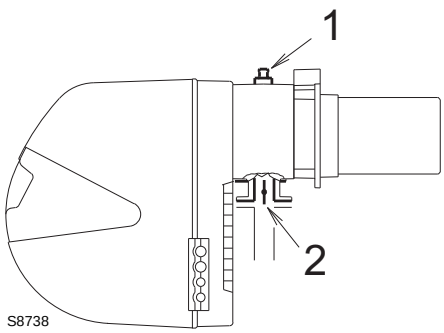

Fig. 21
Pression gaz mesurée à la prise 1)(Fig. 21), avec:
Perte de charge vanne papillon gaz 2) (Fig. 21) avec ouverture maximale: 90°.
– soustraire de la pression du gaz à la prise 1) (Fig. 21) la pression de la chambre de combustion.
Pour connaître par contre la pression de gaz nécessaire à la prise 1) (Fig. 21), après avoir défini la puissance de modulation maximale à laquelle on désire faire fonctionner le brûleur:
– Lire sur la droite, colonne 1, la pression à la prise 1) (Fig. 21).
Pression nécessaire à la prise 1) (Fig. 21).